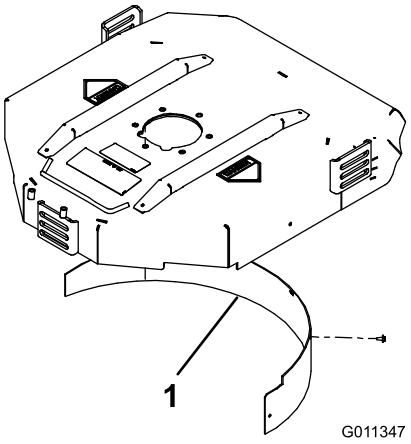

Figur 19
2. Montera samlarskärmen i den bakre öppningen och fäst den med fem huvudskruvar med fläns (Figur 19).